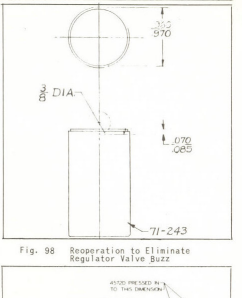

Fig. 98 Reoperation to Eliminate Regulator Valve Buzz
16. New pressure regulator valves (71-243) have a relief at the outer diameter at the closed end for the elimination of regulator valve buzz, (Fig. 98).. If a transmission should have a valve buzz and contains a 71-243 pressure regulator valve which does not have the relief, the valve should be replaced, or reoperated as illustrated.